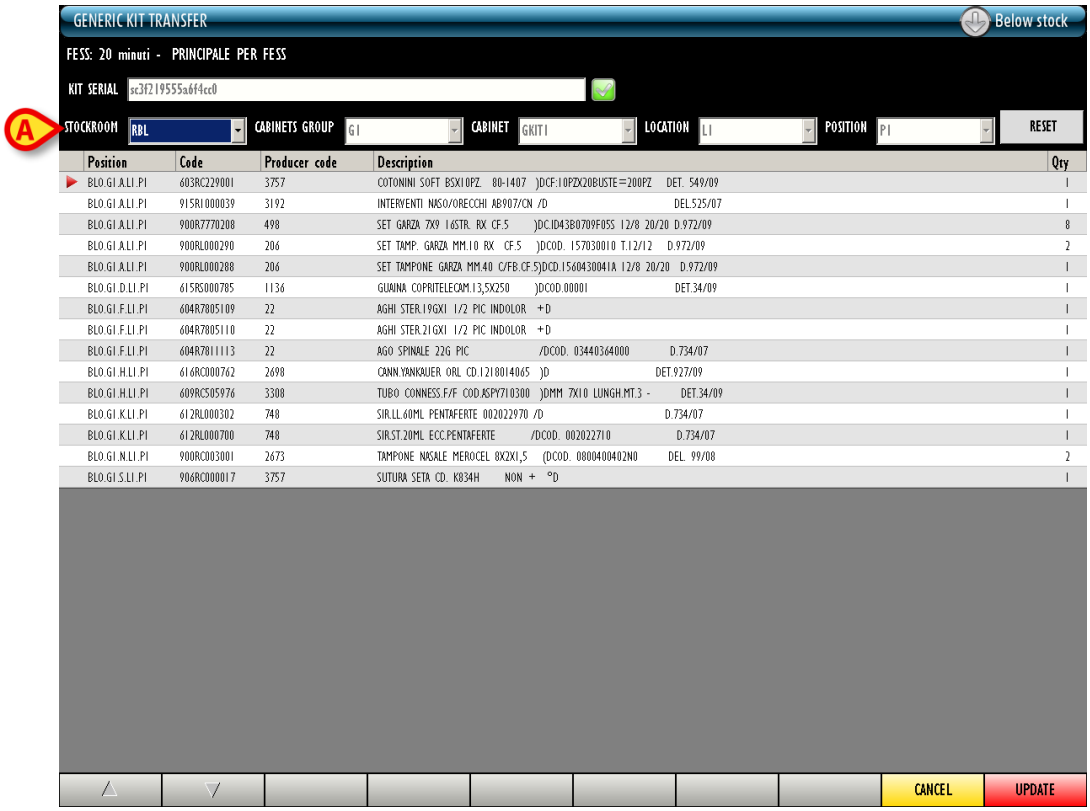

Fig 236
- Specify the destination stockroom in the field indicated in Fig 236 **A**.
The screen changes to display the list of resources that will be transferred (Fig 236).
- Specify, in the “Cabinet group”, “Cabinet”, “Location”, “Position” fields (indicated in Fig 236 **A**) the new destination for the kit. If the fields are not enabled it means that only one destination is available.